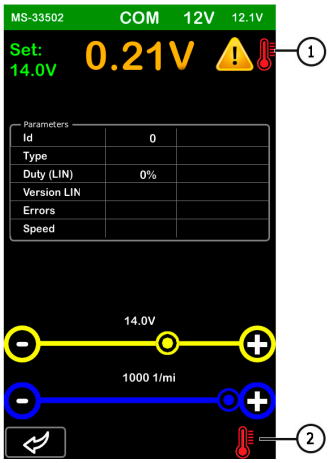

Figura 14
2. En caso de **sobrecalentamiento del regulador de voltaje**, aparecerán los siguientes iconos (véase **figura 14**).